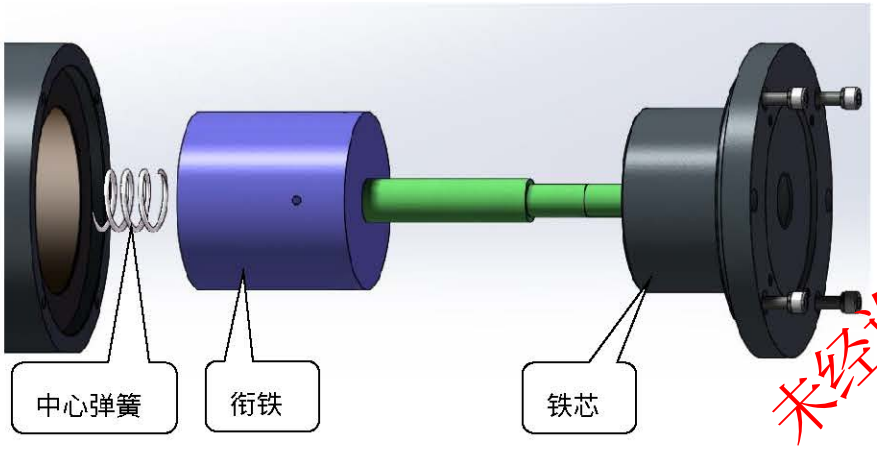

图 D-15
1) 切记先装入中心弹簧，再装衔铁、铁心，如图 D-15，并锁紧螺栓；